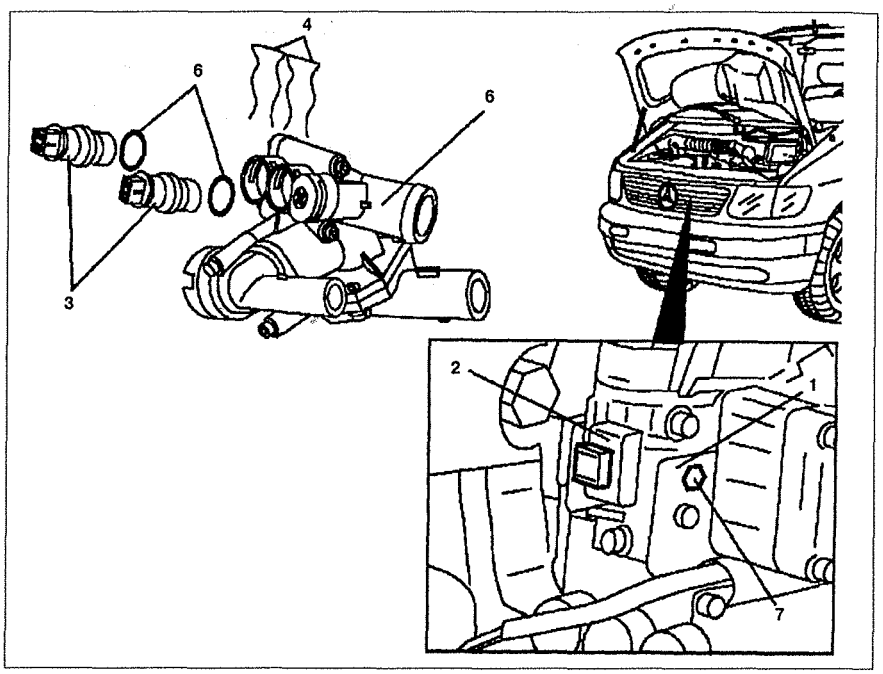

Рис. 3.38. Датчики температуры охлаждающей жидкости:
2. Отсоедините кронштейн **1** крепления разъема форсунки **2** (см.рис.3.38).